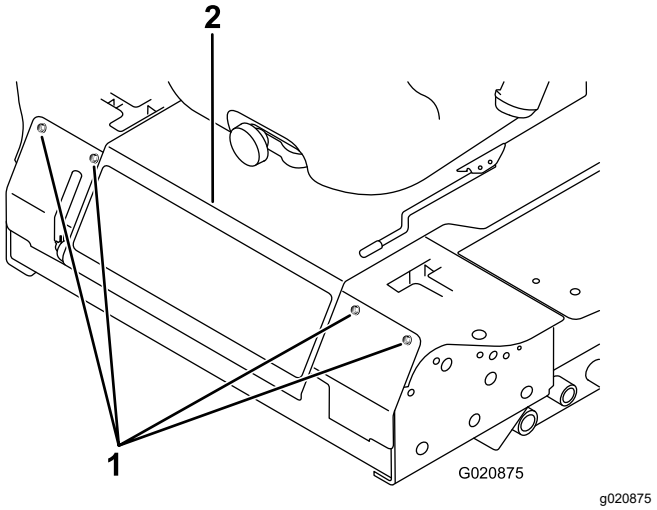

**Figuur 91**
3. Draai de bouten los waarmee het voorpaneel vastzit, en verwijder het paneel (Figuur 91).